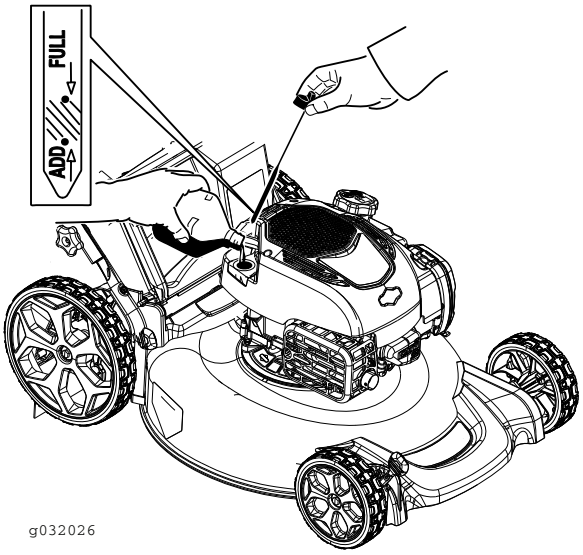

Rysunek 7
2. Wyjmij wskaźnik poziomu (Rysunek 7) i napełnij skrzynię korbową w około 3/4 olejem, wlewając go do rury wlewu oleju.
5. Wyjmij wskaźnik oleju i odczytaj widoczny na nim poziom oleju (Rysunek 7).